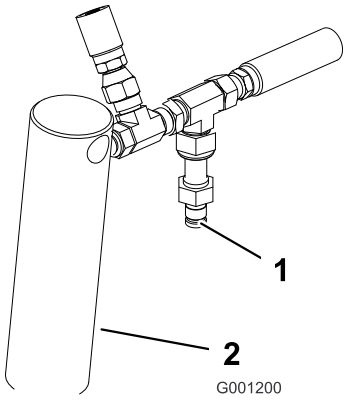

Figur 12
2. Anslut en tryckmätare till kontrollporten bakom höger lyftcylinder Figur 12).